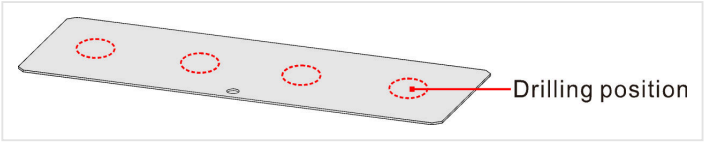

FIGURE 5-7 Step 2 — recommended drilling positions on the bottom plate
2. Drill the cable entry holes in the bottom plate (Figure 5-7, sizes in Table 5-1), then refit the plate.